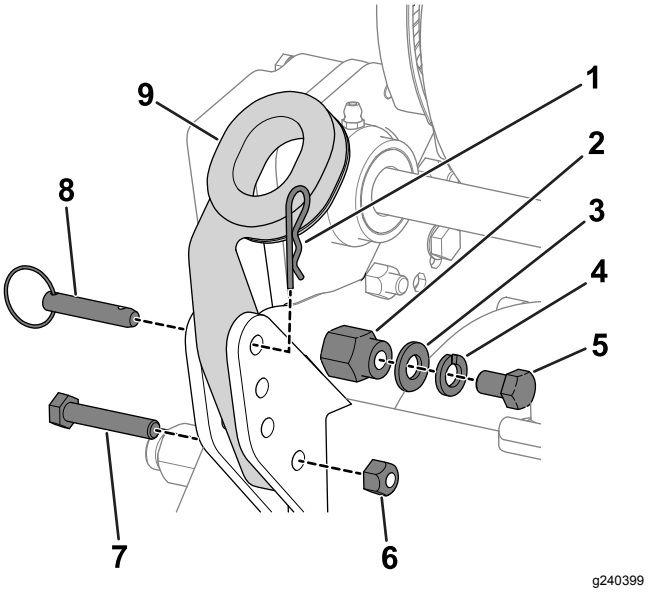

Figur 3
1. Fjern boltene (5/16 tomme), låsemutterne, ringsplintene og hårnålssplintene som fester enden av styrearmene på hver side av maskinen (Figur 3).
2. Fjern boltene (⅜ tomme), skivene og låseskivene fra monteringspinnene på hver side av maskinen (Figur 3).
3. Putt håndtaksendene inn gjennom hullene i styrearmene, og rett opp hullene med monteringspinner (Figur 3).
6. Fest styrearmene (5/16 tomme) med låsemutterne, hårnålssplintene og ringsplintene som du fjernet tidligere, til bakdelen av rammen (Figur 3).